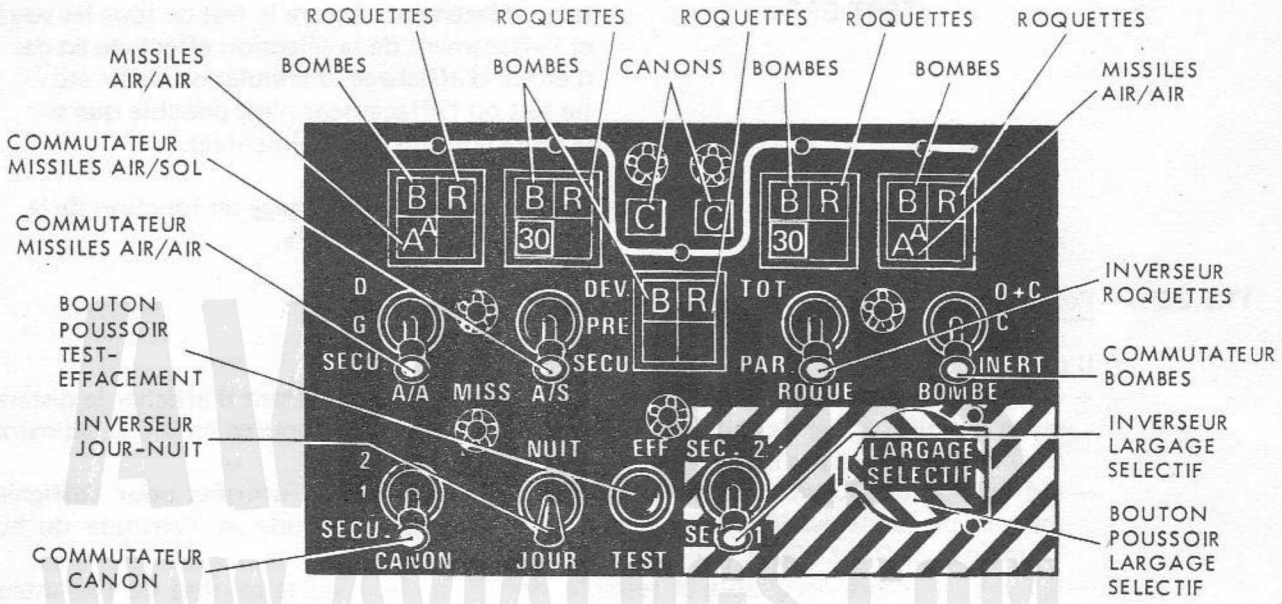

FIGURE 12 - POSTE DE SELECTION ARMEMENT
11.2.2.2.2 - Poste de sélection armement (Fig. 12)